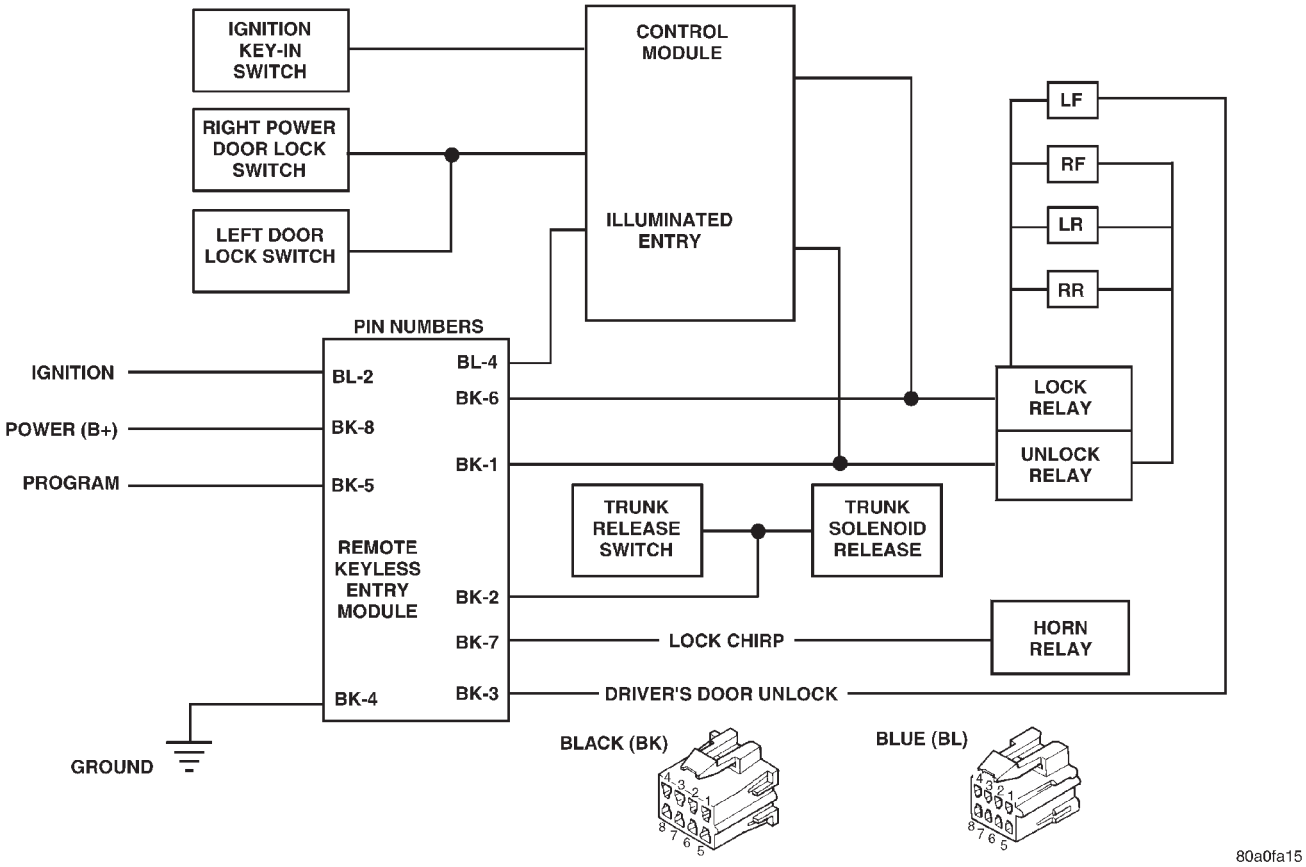
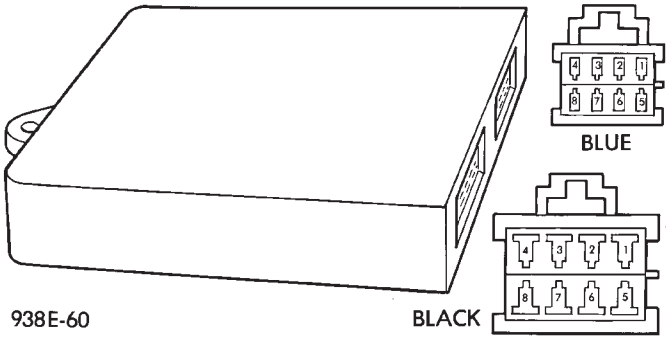

Fig. 2 Block Wiring Diagram
Fig. 3 Remote Keyless Entry Module
Refer to (Fig. 2) for Block Wiring Diagram.
(1) Using a voltmeter, check Pin BK–8 for battery voltage and Pin BK–4 for ground of the RKE Module (Fig. 2) and (Fig. 3).
(2) If the RKE module has power and ground, check the voltage across each of the battery in the transmitter. If either or both batteries measure less than 3 Volts, replace the batteries.
(3) If the system still does not work, replace the transmitter and refer to Programing Remote Keyless Entry Transmitter.
(1) With the driver's door in the unlocked position. Using a voltmeter, check Pin BK–3 of the RKE module connector for a voltage pulse (Fig. 2) and (Fig. 3). Press the unlock button once.
(2) If no voltage pulse, replace RKE module. If voltage is measured, repair the harness between the receiver and the driver door lock motor.
(3) Check Pin BK–1 of the RKE module connector for quick voltage pulse when the unlock button is pressed twice within a 5 second interval.
(4) If no voltage pulse is measured at Pin 1, replace the RKE module. If voltage is measured
(1) With the driver's door in the unlocked position. Using a voltmeter, check Pin BK–3 of the RKE module connector for a voltage pulse (Fig. 2) and (Fig. 3). Depress the unlock button, the voltmeter should read battery voltage for approximately 1 second.
(2) If no voltage pulse is measured, replace the receiver module. If voltage is measured repair harness from RKE module to the driver door motor.
(1) Unlock the driver's door. Using a voltmeter, check Pin BK–1 of the RKE module connector for a voltage pulse (Fig. 2) and (Fig. 3). Press the unlock button twice, within a 5 second interval.
(2) If no voltage pulse is measured, replace the RKE module. If voltage is measured, repair the harness to the unlock relay.
(1) Using a voltmeter, check Pin BK–6 of the RKE module connector for a voltage pulse (Fig. 2) and (Fig. 3). Press the lock button on the transmitter. Wait for quick voltage pulse. It may be necessary to press the transmitter several times. The voltage pulse only appears for milliseconds.
(2) If no voltage pulse is measured, replace remote RKE module. If a voltage is measured, repair the harness to the lock relay.
(1) Check that the latch mechanism works by activating the trunk release switch in the glove box. If the latch does not operate, repair as necessary.
(2) Using a voltmeter, check Pin BK–1 of the RKE module connector for a voltage pulse (Fig. 2) and (Fig. 3). Press the transmitter trunk release button twice in 0.5 to 2.0 seconds.
(3) If no voltage pulse is measured, replace the RKE module. If voltage is measured, repair the harness connection to the trunk release solenoid.
(1) Press horn button, listen horn sound.
(2) If the horn does not CHIRP, check the horn relay and the horn(s). Repair as necessary.
(3) Check and ensure horn chirp cancellation has not been activated.
(4) Using a voltmeter, check Pin BK–7 of the RKE module connector for voltage pulse (Fig. 2) and (Fig. 3). Press the lock button on the transmitter.
(5) If no voltage pulse measured, replace the RKE module. If voltage is measured, repair harness to the horn relay.
(1) Using a voltmeter, check Pin BK–8 of the RKE module connector for a battery voltage (Fig. 2) and (Fig. 3).
(2) If no voltage check fuse 13 of the Junction Block, repair as necessary. If OK, go to Step 3.
(3) Check Pin BL–2 of the RKE module connector ignition voltage (Fig. 2) and (Fig. 3).
(4) If no voltage check fuse 14 of the Junction Block, repair as necessary. If OK, go to Step 5.
(5) Using an ohmmeter, check Pin BK–4 of the RKE module connector for ground.
(6) If no ground repair as necessary. The ground is located near the Airbag Control Module (ACM) bracket. If OK, go to Step 7.
(7) Check Pin BK–5 of the RKE module connector for ground. If OK, replace the RKE module. If not OK, repair as necessary.
(1) Remove instrument panel top cover, refer to Group 8E, Instrument Panel and Systems for proper procedures. The RKE module is mounted to the structural duct on the passenger side.